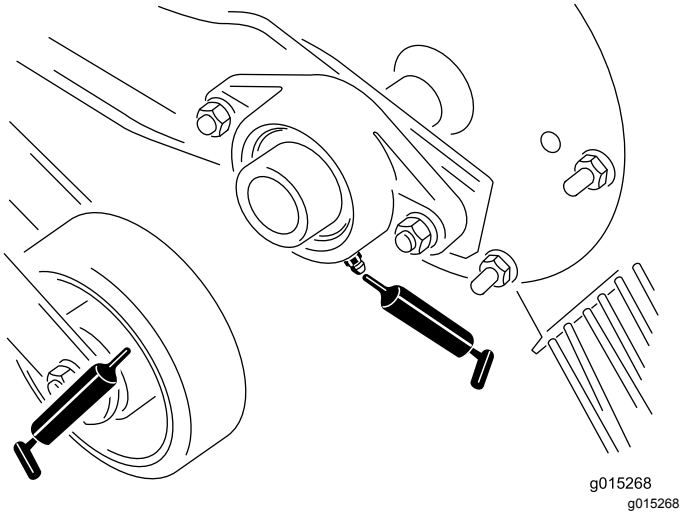
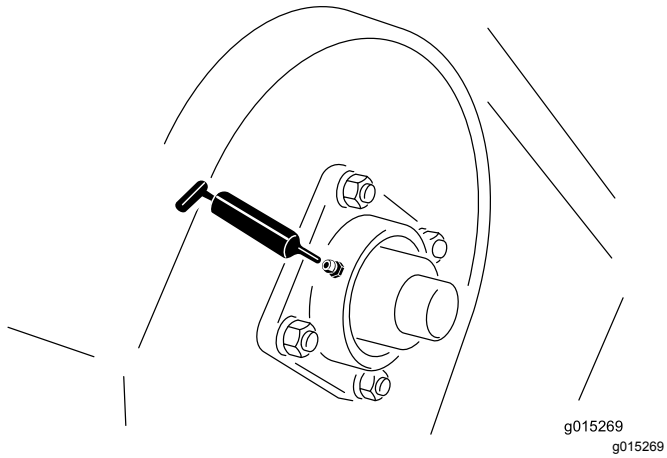
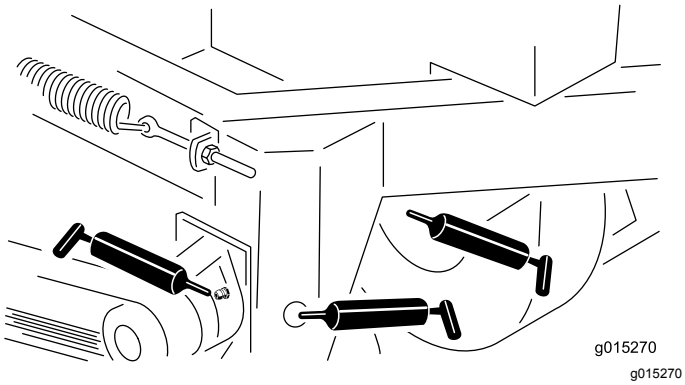

Figura 11
Figura 12
Figura 13
2. Introduza massa lubrificante no rolamento ou casquilho (Figura 11, Figura 12 e Figura 13).